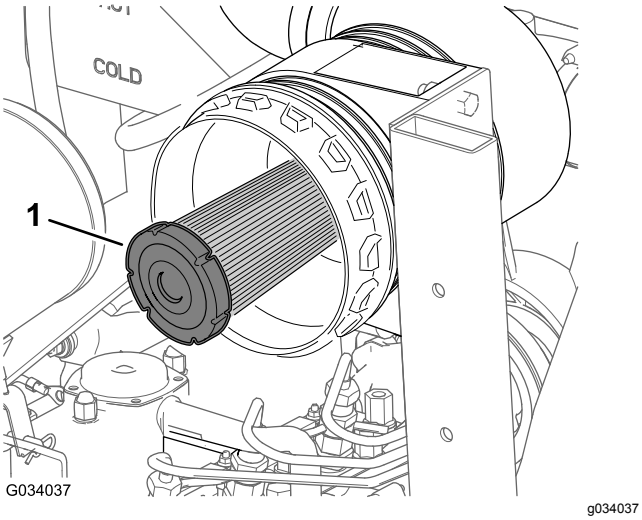

Figur 44
2. Kontroller om sikkerhetsfilteret for luftrenseren er fritt for støv og rusk (Figur 44).
Viktig: **Ikke prøv å rengjøre sikkerhetsfilteret (Figur 44). Erstatt sikkerhetsfilteret etter hver tredje overhaling av det primære luftfilteret.**